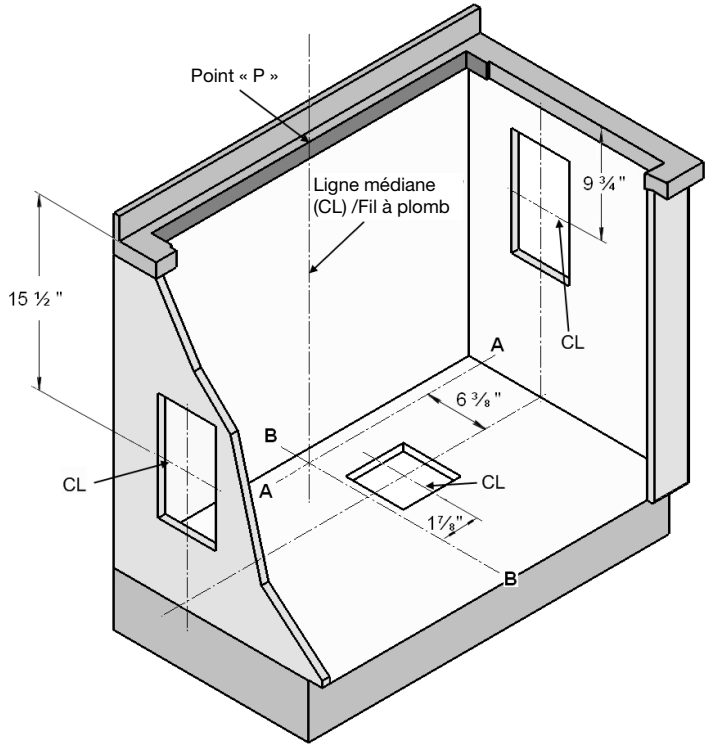

Fig. 8
- ☐ A. Voir figure 8. Tirer une ligne du point « P » au centre arrière de la découpe du plan de travail. Marquer ce point au bas de l'armoire en dessous. Établir deux lignes de références par ce point : une doit être parallèle au devant de l'armoire et directement sous la découpe du plan de travail arrière (ligne A-A) et l'autre (ligne B-B) doit être à angle droit par rapport à la ligne A-A.
La prise doit être située sous le plan de travail afin que le cordon d'alimentation de 30 po venant de l'évent puisse l'atteindre. Voir figure 8.